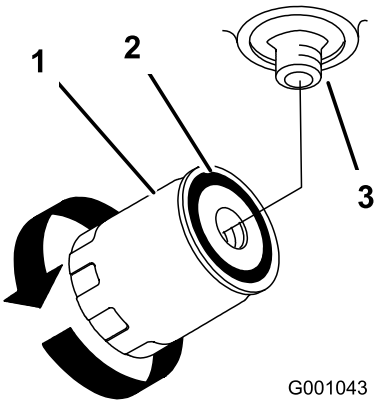

Figur 75
4. Ta bort det gamla filtret och torka av ytan på filteradapterns packning (Figur 75).
6. Sätt i det nya hydraulfiltret i filteradaptern. Vrid oljefiltret medsols tills gummipackningen kommer i kontakt med filteradaptern. Dra sedan åt filtret ytterligare ett halvt varv (Figur 75).